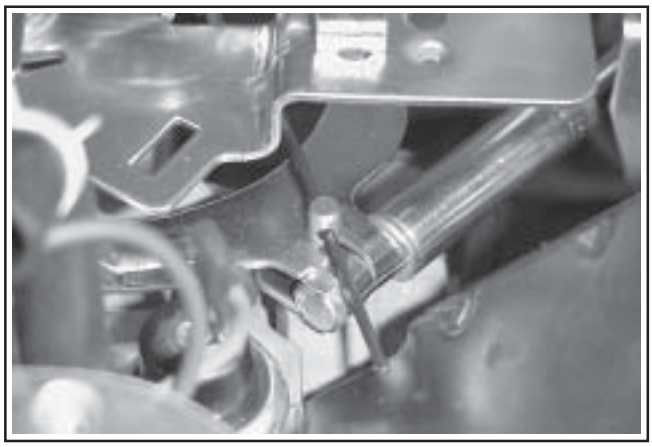

Figure 5B-42. Adjusting Governor Shaft.
5. Reconnect the dampening spring into its governor lever hole from the bottom. Reinstall the bushing and reattach the throttle linkage. See Figure 5B-37. Reattach the governor spring in the marked hole.